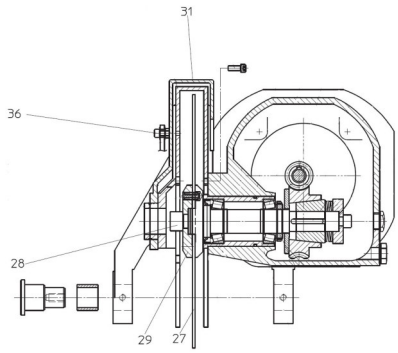

Abb. 13: Montage des Sägeblatts
Schritt 5: Den Flansch [29] montieren und die Schraube [28] wieder anschrauben [Abb. 13].